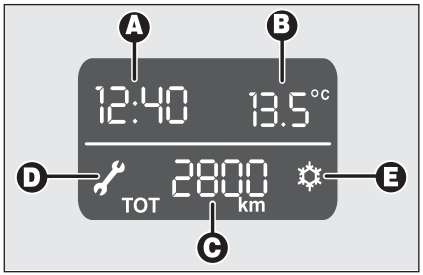

fig. 22 A0E0060m
- ❒ Hora **A-fig. 22**;
- ❒ Vencimiento del mantenimiento programado (visualización del símbolo **D-fig. 22**);
- ❒ señalización de posible presencia de hielo en la carretera (visualización del símbolo **E-fig. 22**);